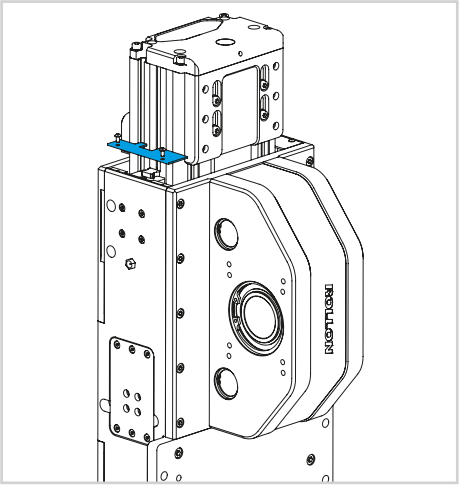

图 19
1) 根据需要更换滑架的位置，卸下滑块顶部或下部的盖板。拧开两个螺丝（见图 19）。